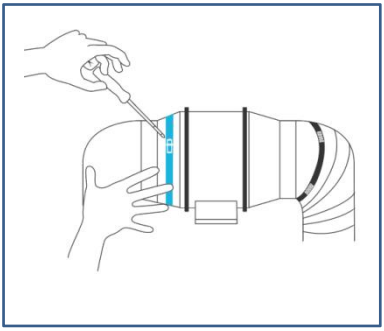

Fig.11.
1、If installing ducting, purchase a suitable duct and duct clamp and secure it to both ends of the fan to ensure tight sealing. Finally tighten the air duct clamp with a screwdriver.See the (Fig.11.)